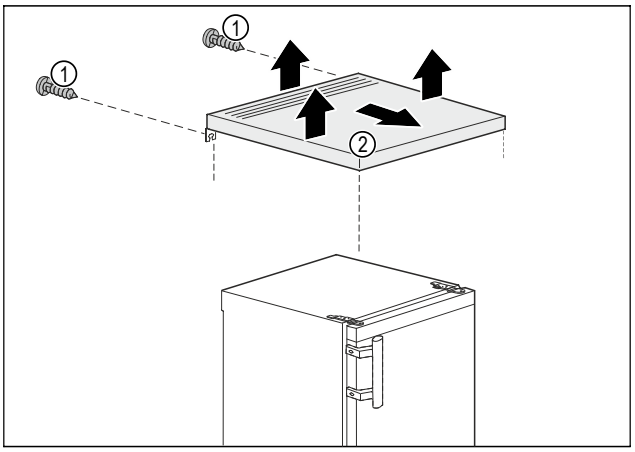

Fig. 3
▶ Îndepărtați șuruburile *Fig. 3 (1)* de pe partea posterioară.
▶ Ridicați placa mesei *Fig. 3 (2)* în spate.
▶ Împingeți placa mesei *Fig. 3 (2)* în față.
▶ Detașați placa mesei *Fig. 3 (2)* în sus.
▷ Placa mesei *Fig. 3 (2)* este detașată.